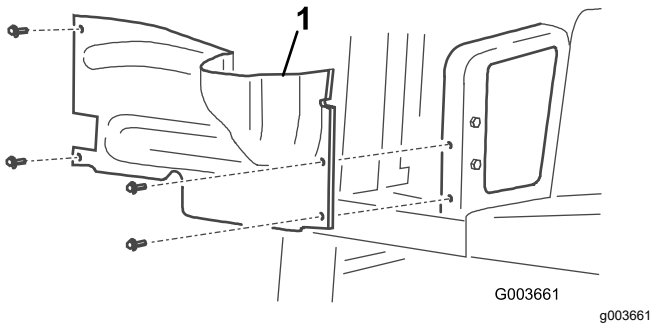

Rysunek 2
7. Odkręć 4 śruby mocujące osłonę prawego koła do ramy i zdemontuj osłonę (Rysunek 2).